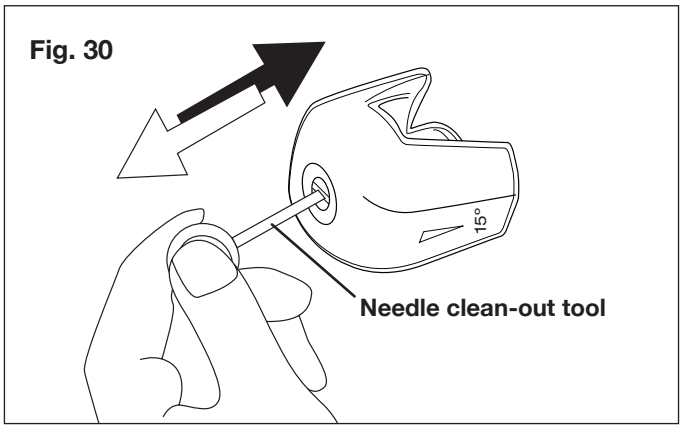

Fig. 30
2. Clean the nozzle with the needle clean-out tool provided (Fig. 30). Remove the spray wand from the gun; remove any dirt from the nozzle hole and rinse.